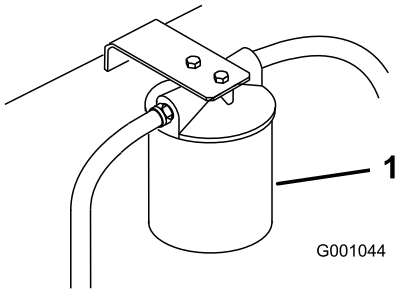

**Figur 76**
3. Plasser et tappefat under filteret, fjern det gamle filteret og tørk av filteradapterens pakningsflate (Figur 76).